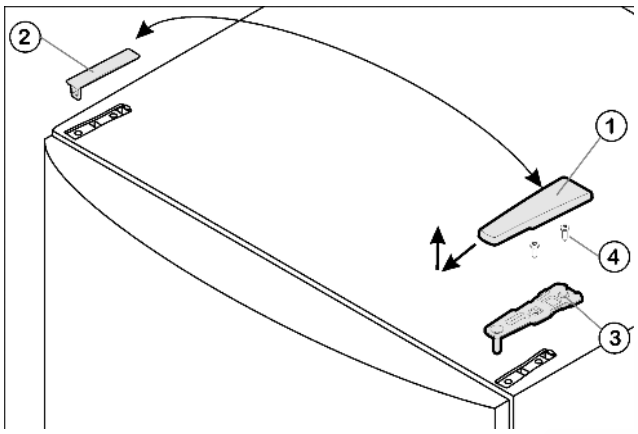

Fig. 4
▶ Потяните крышку *Fig. 4 (1)* вперед и вверх.
▶ Снимите крышку *Fig. 4 (2)*.
▶ Открутите верхний опорный кронштейн *Fig. 4 (3)*(2 шт. Torx® 25) *Fig. 4 (4)* и вытяните вверх.
- ▶ Установите верхний опорный кронштейн *Fig. 4 (3)* на новой стороне шарнира и защелкните в дверце.
- ▶ Привинтите верхний опорный кронштейн **(с моментом 4 Нм)**(2 шт. Torx® 25) *Fig. 4 (4)*. При необходимости проделайте отверстия или используйте аккумуляторную отвертку.
- ▶ Наденьте и защёлкните крышку *Fig. 4 (1)* и крышку *Fig. 4 (2)* на противоположной стороне снаружи.